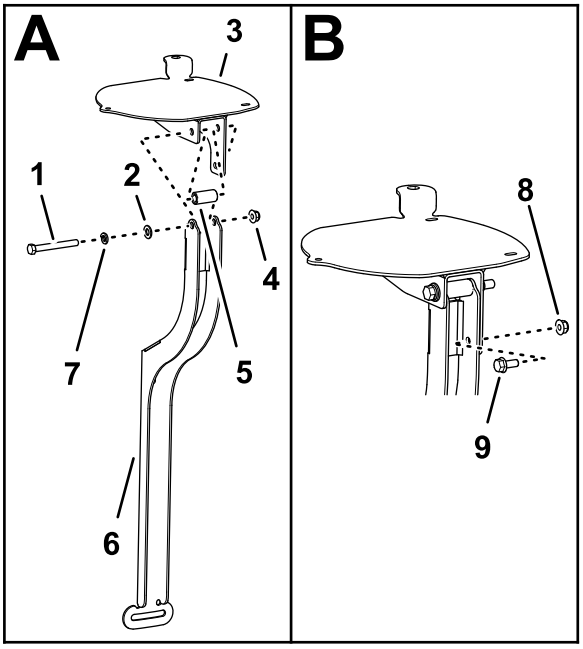

Figur 155
1. Ret hullerne i navigationsmodtagerpladen, afstandsbøsning (3/8 x 1 tomme) og modtagerbeslaget, så de flugter med hinanden (Figur 155).
2. Monter modtagerpladen og afstandsbøsningen på beslaget med en bolt (3/8 x 3-1/4 tommer), låseskive (3/8 tomme), spændeskive (3/8 x 13/16 tomme) og flangelåsemøtrik (3/8 tomme) som vist i Figur 155.
3. Sæt flangehovedbolten (5/16 x 3/4 tomme) og flangelåsemøtrikken (5/16 tomme) igennem det lille hul i modtagerbeslaget og åbningen i modtagerpladen (Figur 155).